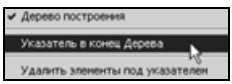

Рис. 5.92
- Для быстрого перемещения указателя в конец дерева построения, щелкните на нем правой кнопкой мыши и выполните команду **Указатель в конец Дерева** (рис. 5.92).